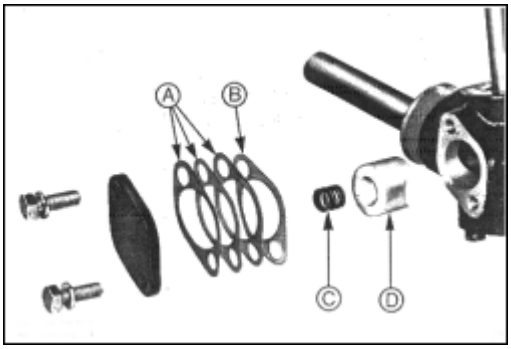

Abb.14 A = Ausgleichscheiben
16. Gleitstein und Druckfeder einsetzen, Ausgleichscheibenpaket einschl. Dichtung aufsetzen und anschließend Gleitsteindeckel anschrauben, Abb.14.